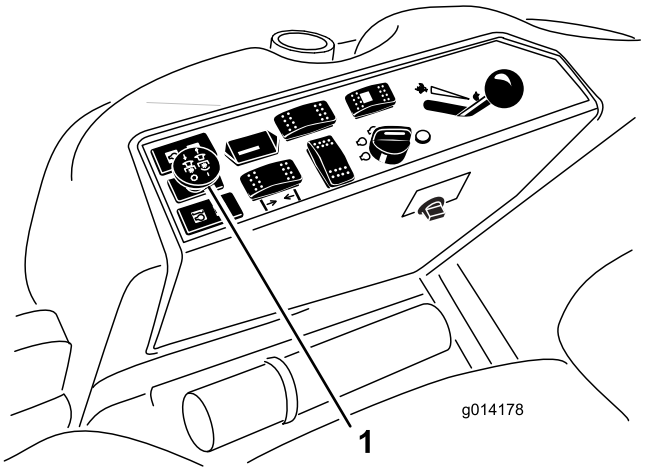

Figuur 15
3. Trek de aftakasschakelaar omhoog om de aftakas in te schakelen (Figuur 15).